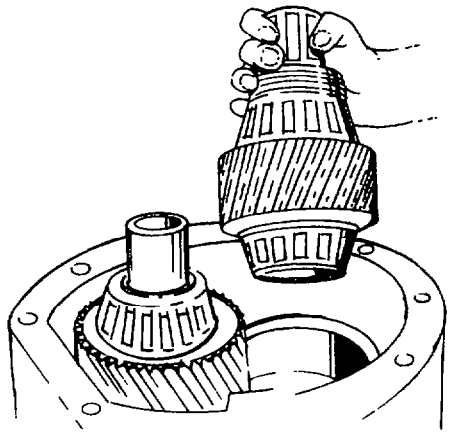

Fig. 220 — Removing Front Output Shaft Assembly
g. Remove the front output shaft assembly (see fig. 220).